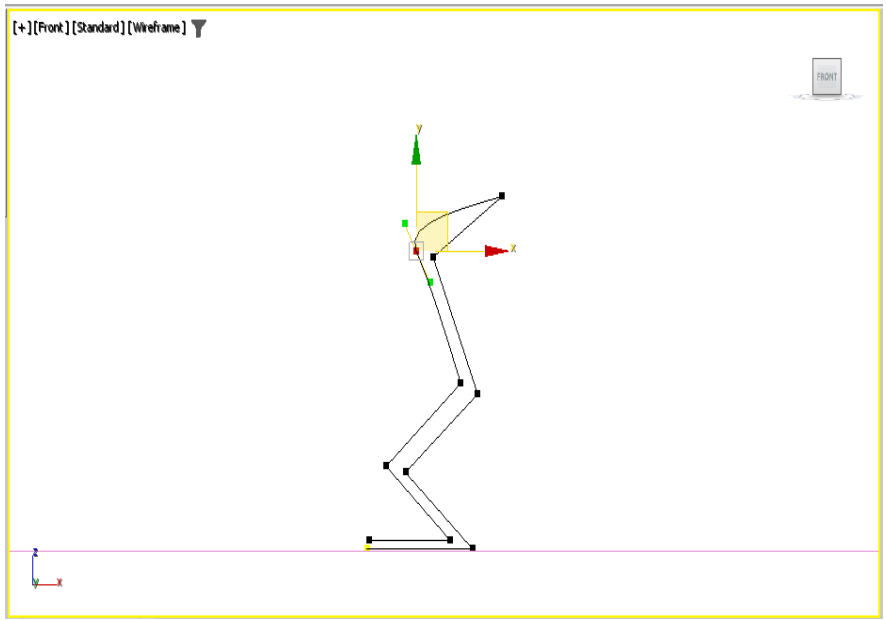

Figure 5-13 *The curve reshaped by dragging the bezier handle*
12. Next, hold the upper green handle and drag it to left so that the curve looks similar to the one shown in Figure 5-13. If you make a change by mistake, choose the **Undo Scene Operation** button to undo the previous change.